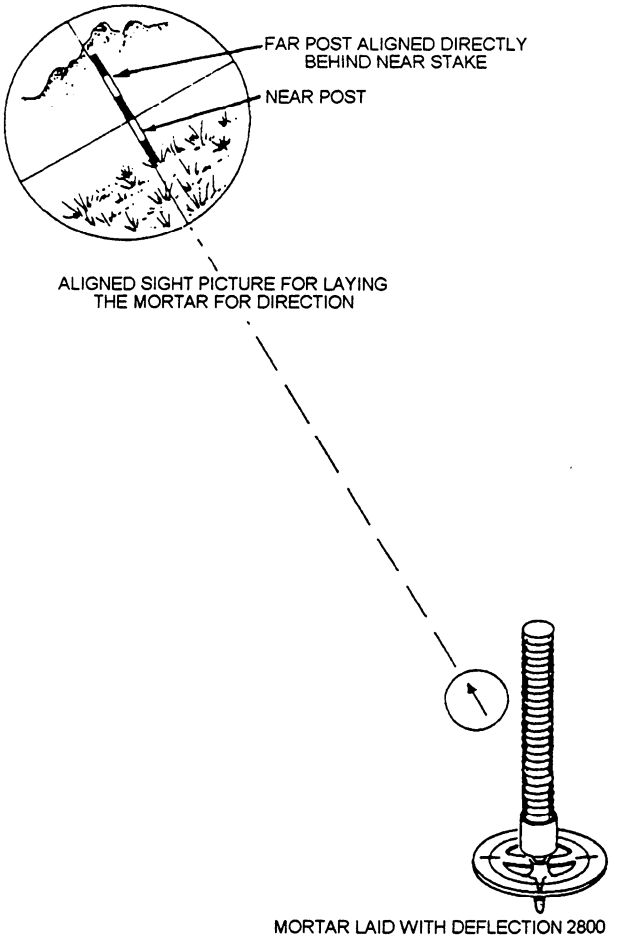
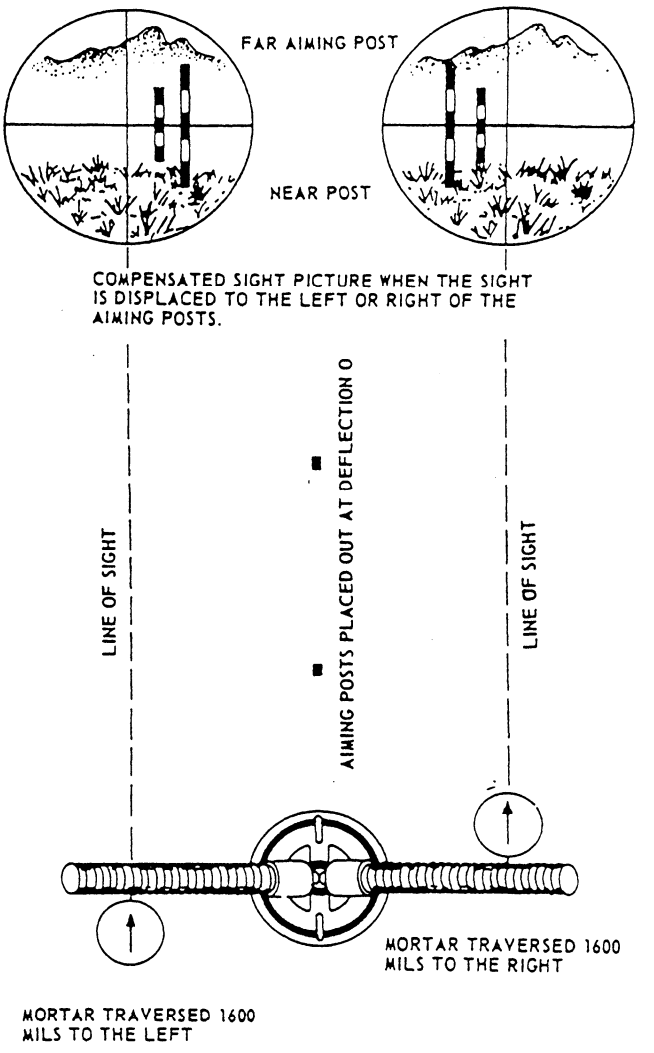

Figure 14-16.—Aligned sight picture.
Figure 14-17.—Compensated sight picture.
the ALIGNED sight picture (fig. 14-16). If the two aiming posts do not appear as one, displacement of the sight or the baseplate has occurred. This separation is caused by one or two things: either (1) a large deflection shift that moves the entire sight out of the plane passing through the aiming posts; or (2) a lateral (left or right) displacement of the baseplate caused by the shock of firing, which also moves the sight out of the plane of the aiming post. When both the far post and the near post are visible, it is called a COMPENSATED sight picture (fig. 14-17).
The gunner can only have one of two sight pictures when the mortar is fired: either the ALIGNED sight picture or the COMPENSATED sight picture. To use the aligned sight picture correctly, the gunner must lay the vertical line of the sight reticle, so it just touches the left side of the visible aiming post (fig. 14-16).
To use the compensated sight picture correctly, the gunner must lay the vertical line of the sight reticle, so the left edge of the far aiming post is placed exactly midway between the left edge of the near aiming post and the vertical line of the sight reticle. This corrects for displacement of the sight (fig. 14-17).